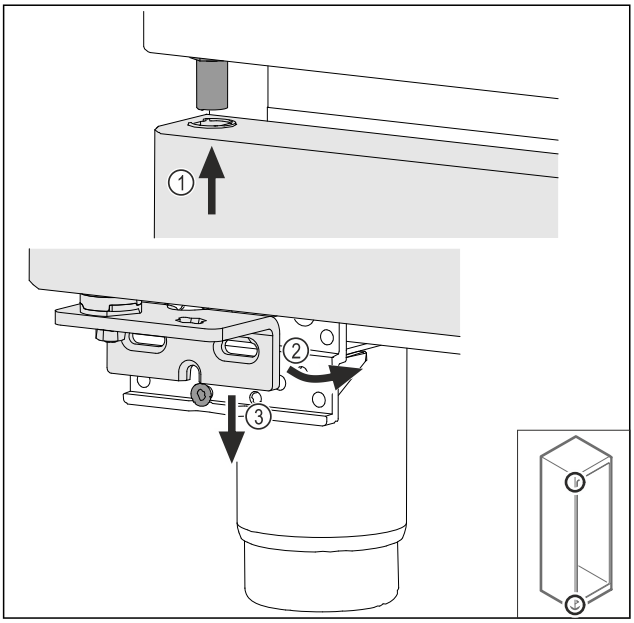

Fig. 42
▶ Așezați pe traseu ușa ușor basculată sus *Fig. 42 (1)*, aliniați dreaptă ușa *Fig. 42 (2)* și așezați jos pe șurubul suportului de lagăr *Fig. 42 (3)*.